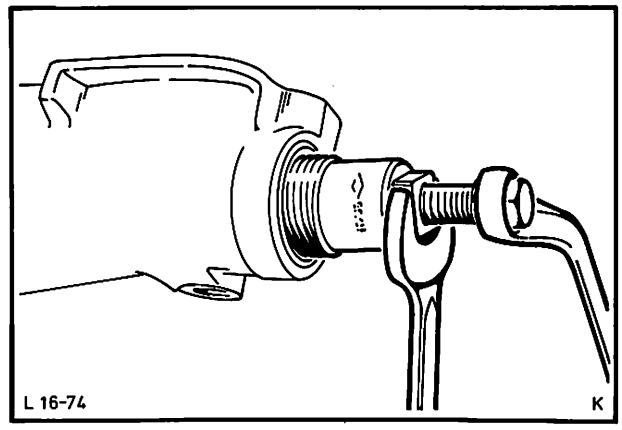

Abb. 90 Radialdichtring – Getriebeverlängerung mit Spezialwerkzeug 17-001 ausbauen
13. Radialdichtring – Getriebeverlängerung mit Spezialwerkzeug 17-001 ausbauen, Abb. 90.